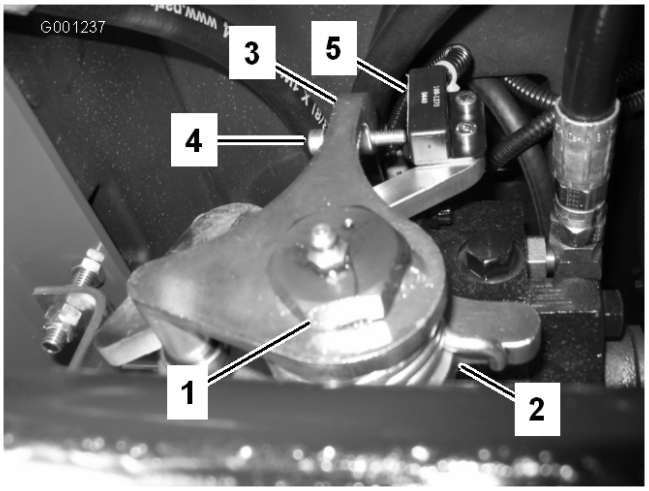

Figur 57
3. Lossa fästskruven på den motsatta sidan av justeringskammen för hjuldrivning (Figur 57).
7. Justera skruven på neutralretursarmen (Figur 57) tills gapet mellan skruvänden och brytarkontakten är 2,3–3 mm.